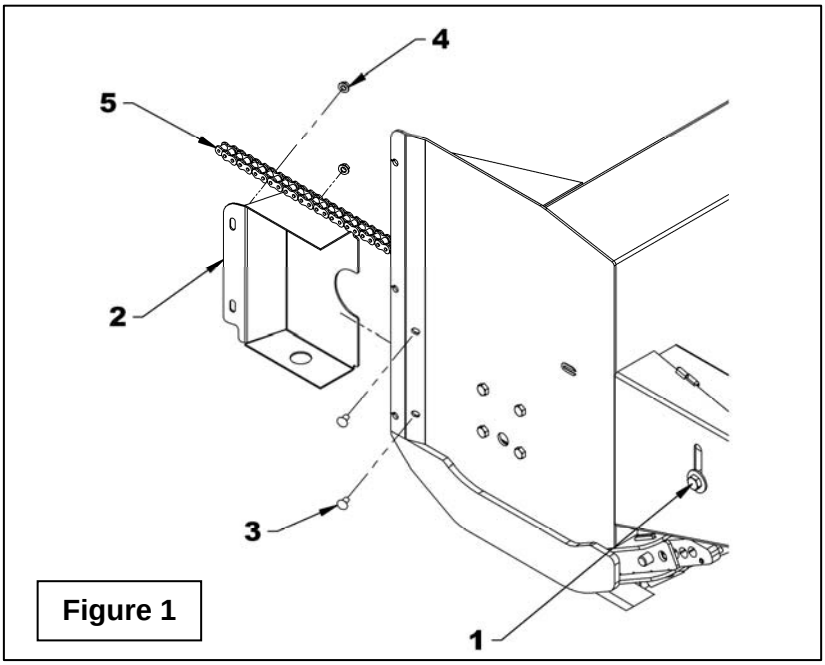

Figure 1
1. **Figure 1:** Desserrer le boulon du tendeur (item 1) et décrocher le ressort du tendeur. Enlever le garde avant (item 2) en dévissant les deux écrous (item 4) et les boulons (item 3). Enlever la chaîne (item 4) en prenant soin de prendre en note son parcours et l'orientation de la barrure de la maille d'accouplement.